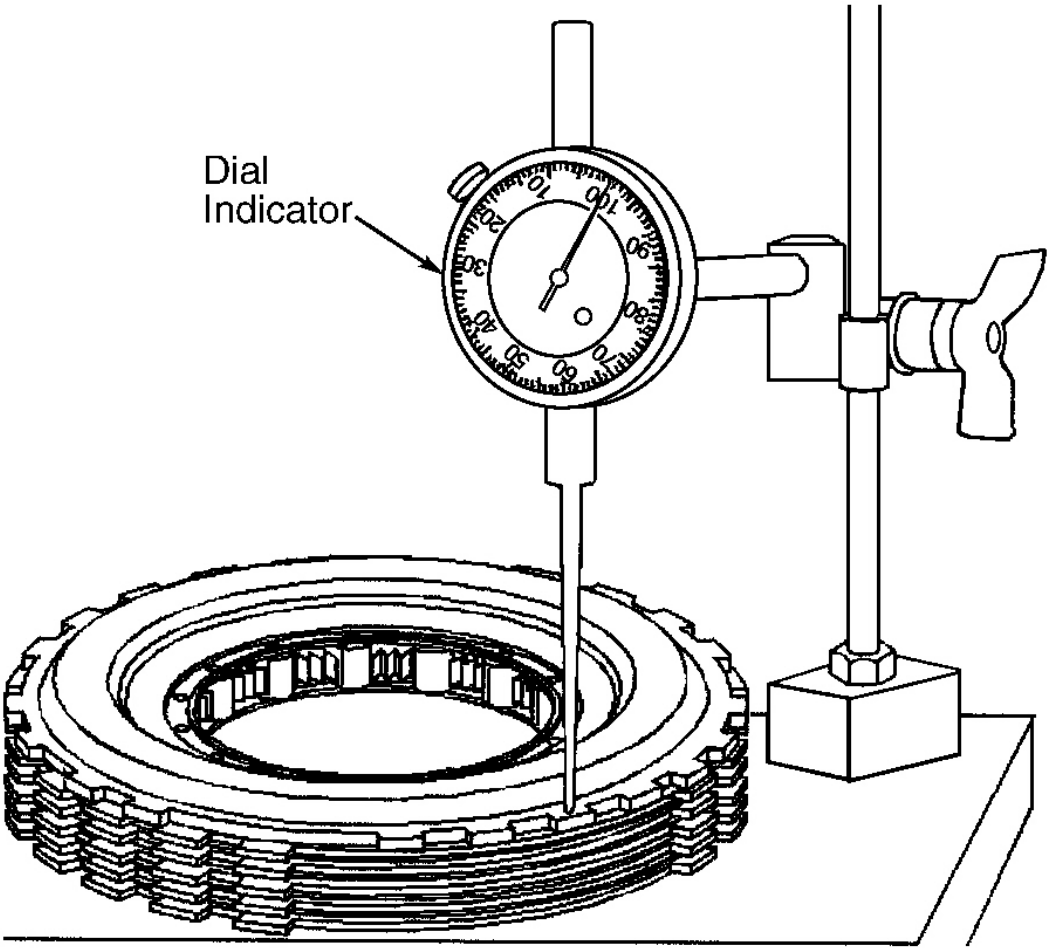

Fig. 77: Measuring Low-Reverse Clutch Pack Stack Height
3. Place waved plate on work bench. Install 5 composition plates and 4 steel plates alternately, starting with composition plate. Install low-reverse support. Apply light pressure to low-reverse support. Do not flatten waved plate. Measure height of clutch pack from work bench to top of low-reverse support. See **Fig. 77** .